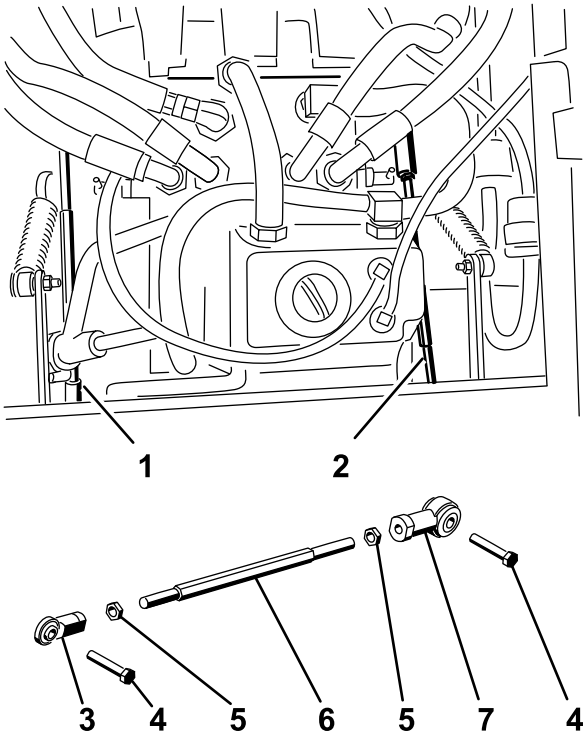

Figur 61
6. Juster pumpestangens længde på den ene side ved at dreje den sekskantede aksel i den rigtige retning, indtil det tilsvarende hjul står stille eller kryber en smule i bakgear (Figur 61).